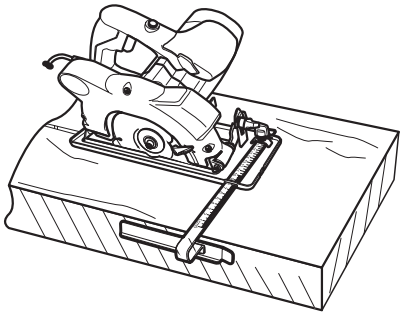

Fig. 14
> Coloque a placa base (11) plana na peça de trabalho e desloque o produto para a frente a uma velocidade uniforme (Fig. 14).